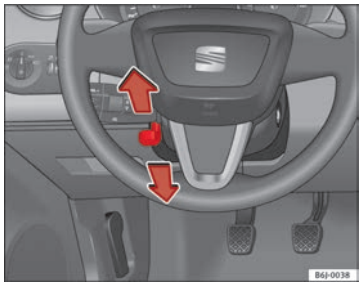

Fig. 95 Steering column height adjustment
– Push the lever under the steering column ⇒ fig. 95 down ⇒ ⚠.
– Adjust the steering wheel until the correct position is set ⇒ fig. 95.
- **Adjust the driver seat or steering wheel so that there is a distance of at least 25 cm between the steering wheel and your chest ⇒ fig. 95. If you fail to observe the minimum distance, the airbag will not protect you. Risk of fatal injury.**